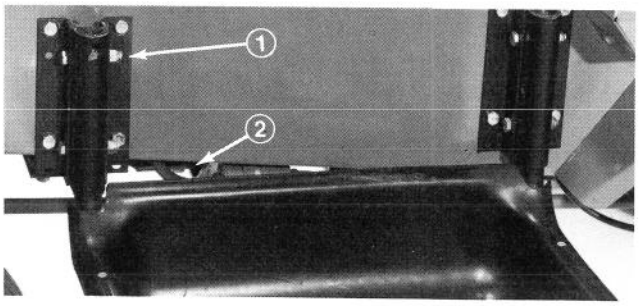

Figure 19
1. Mount lower support tube assembly to brackets with (4) 3/8-16x2-1/4" lg. capscrews and locknuts (Fig. 19).